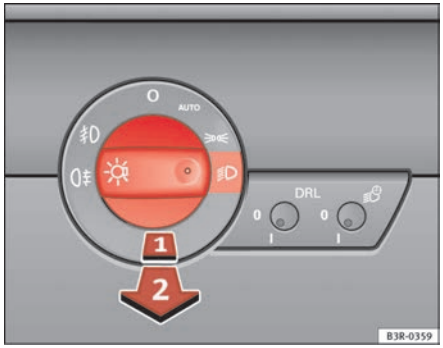

Fig. 85 Detailed view of the instrument panel: Light switch
– Turn the light switch ⇒ fig. 85 to position ≣D.
– Do ⇒ page 116, fig. 85 **not** turn the light switch to the symbol .
– Then pull the light switch out to the *first* stop (1).
– First turn the light switch ⇒ page 116, fig. 85 to the position or .
– Then pull out the light switch to the second stop (2) to switch on the rear fog light.